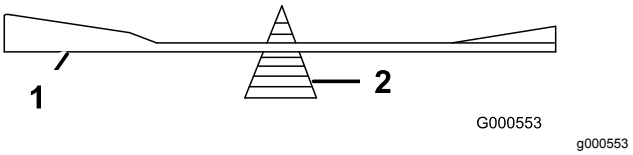

Figur 74
2. Kontrollera knivens balans med en knivbalanserare (Figur 74).